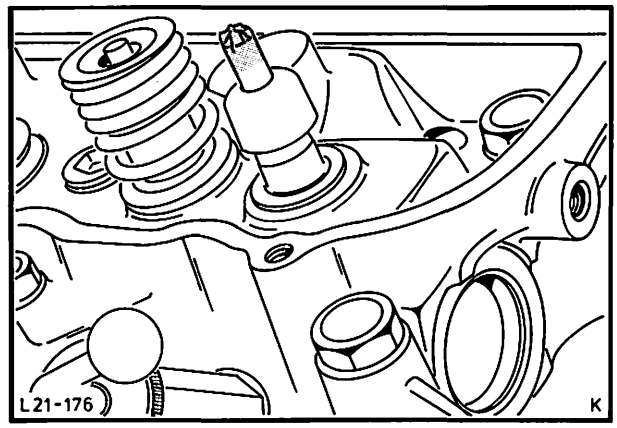

Abb. 254 Ölabschirmring auf Ventilschaft stecken, „C"-Motor
6. Ventil-Keilnute mit Klebefolie abkleben, neuen Ölabschirmring auf Ventilschaft stecken, Abb. 254, und bis zur Anlage herunterschieben. Klebefolie von Ventilschaft wieder entfernen. Ventilfeder und Ventilfederteller aufsetzen, mit Spezialwerkzeug zusammendrücken und Ventilkeile einsetzen. Ventilfeder entspannen und Spezialwerkzeug abbauen.